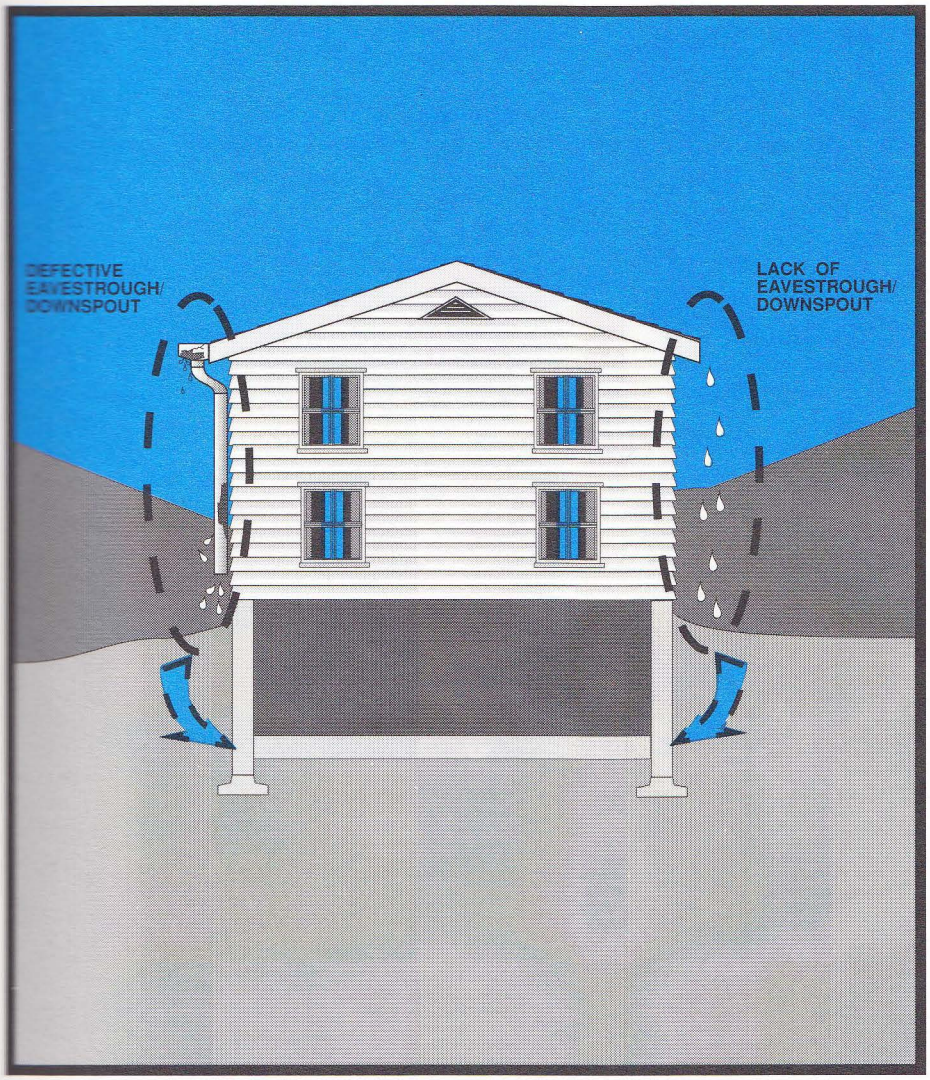

**FIGURE 17**
- *Eavestroughs* are provided to prevent water spilling off the roof and wetting the soil next to the house, where it can splash and wet the wall or soak into the local soil, resulting in water entering the basement. (See Figure 17.)